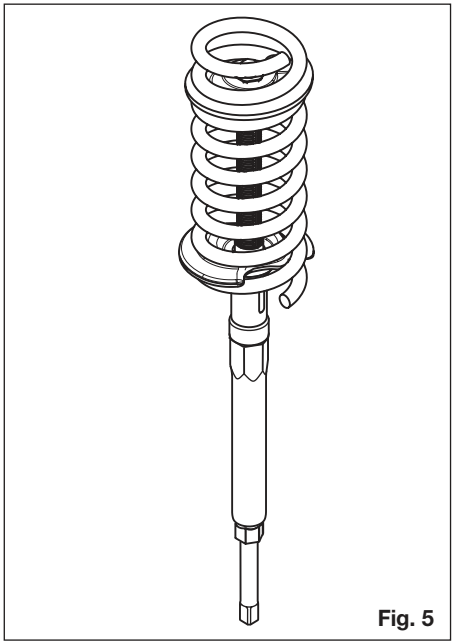

Fig. 5
- Utilizzando la chiave a tubo ⑥ e il dente di arresto ⑧ attivare l'azionamento **Fig. 5**.
- Nell'allentare la molla sui supporti/sugli alloggiamenti in gomma con l'ausilio della chiave a tubo ⑦ esercitare una controspinta **Fig. 5** per evitare una torsione/rotazione.